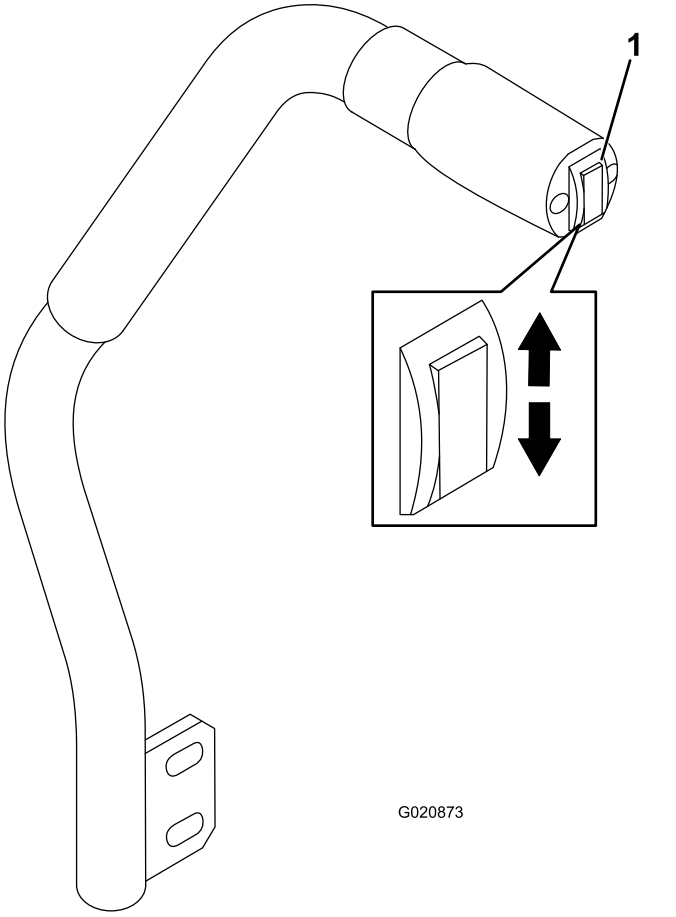

Figuur 21
Met de hefschakelaar kunt u het maaidek omhoog brengen en neerlaten (Figuur 21). De motor moet lopen om deze hendel te kunnen bedienen.
- Om het maaidek neer te laten, duwt u de hefschakelaar naar beneden (Figuur 21).
- Om het maaidek omhoog te brengen, duwt u de hefschakelaar naar boven (Figuur 21).
1. Laat de motor lopen, druk de hefschakelaar naar boven totdat het maaidek volledig is opgeheven, en **laat de schakelaar dan onmiddellijk los** (Figuur 21).